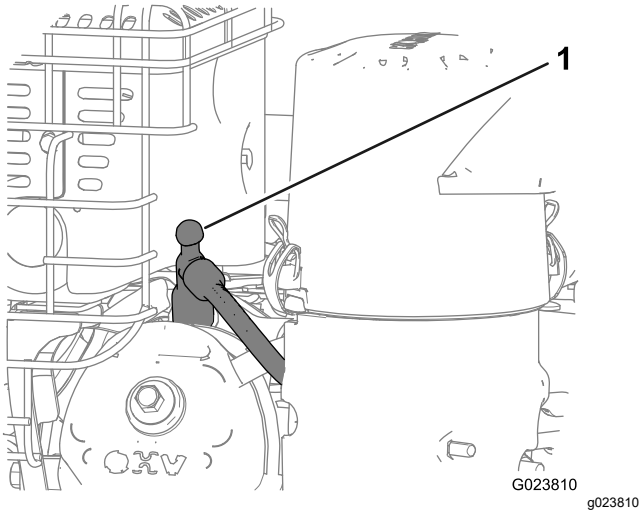

Figur 22
3. Koble fra tennpluggledningen fra tennpluggen, og hold ledningen vekk fra tennpluggen for å forhindre at motoren startes ved et uhell (Figur 22).